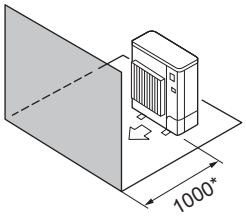

Fig. 2-5
④ Окружающие предметы - только спереди (Fig. 2-5)